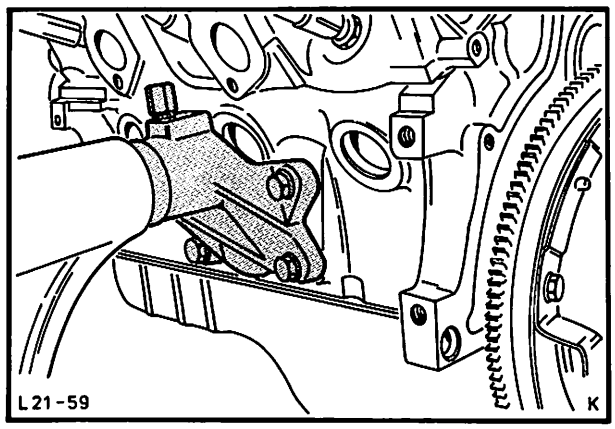

Abb. 82 Motor mit Aufspannvorrichtung 21-064 (GH-6010) am Montageständer befestigen
1. Linken Auspuffkrümmer abbauen. Motor mit Aufspannvorrichtung 21-064 (GH-6010) und Universalwelle 21-023 am Montageständer, Abb. 82, befestigen.